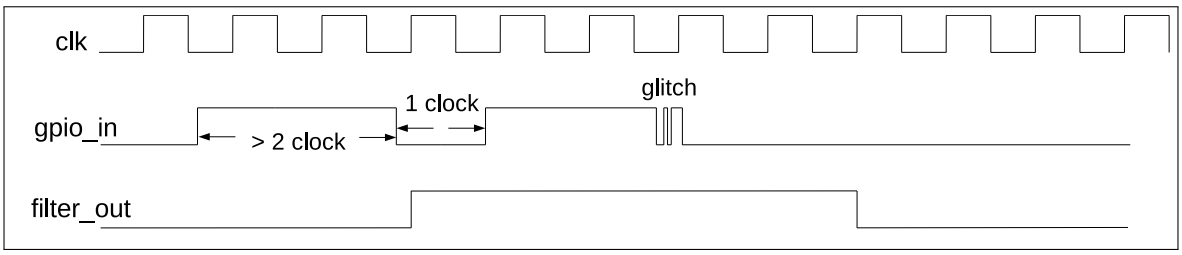

图 6.4-2. GPIO 输入信号滤波时序图
2. 可选：置位 IO_MUX_GPIO*x*_FILTER_EN 使能 GPIO 管脚的输入信号滤波功能，如图 6.4-2 所示。只有当输入信号的有效宽度大于两个时钟周期时，输入信号才会被采样。否则，输入信号将会被滤掉。